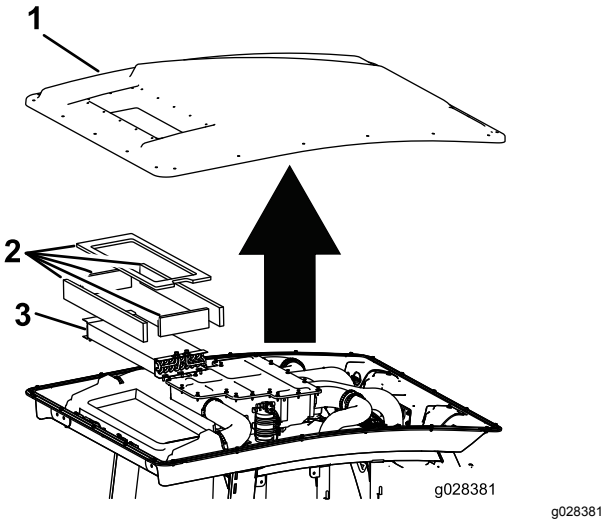

Figuur 115
3. Verwijder het dak van de cabine door de 22 bouten te verwijderen waarmee het dak vastzit (Figuur 115).
4. Verwijder de luchtfilters (Figuur 115).
5. Verwijder en reinig de airconditioningspoelen (Figuur 115).